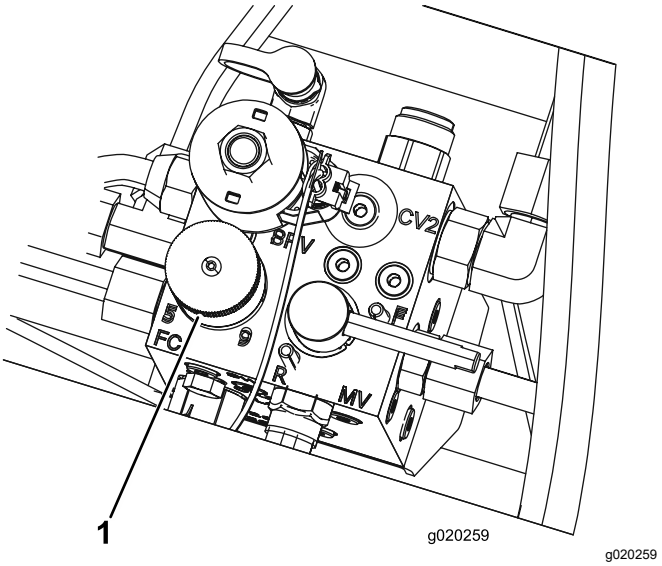

Figuur 33
4. Om het toerental in te stellen, draait u aan de knop (Figuur 33) tot de wijzer de gewenste instelling aangeeft.